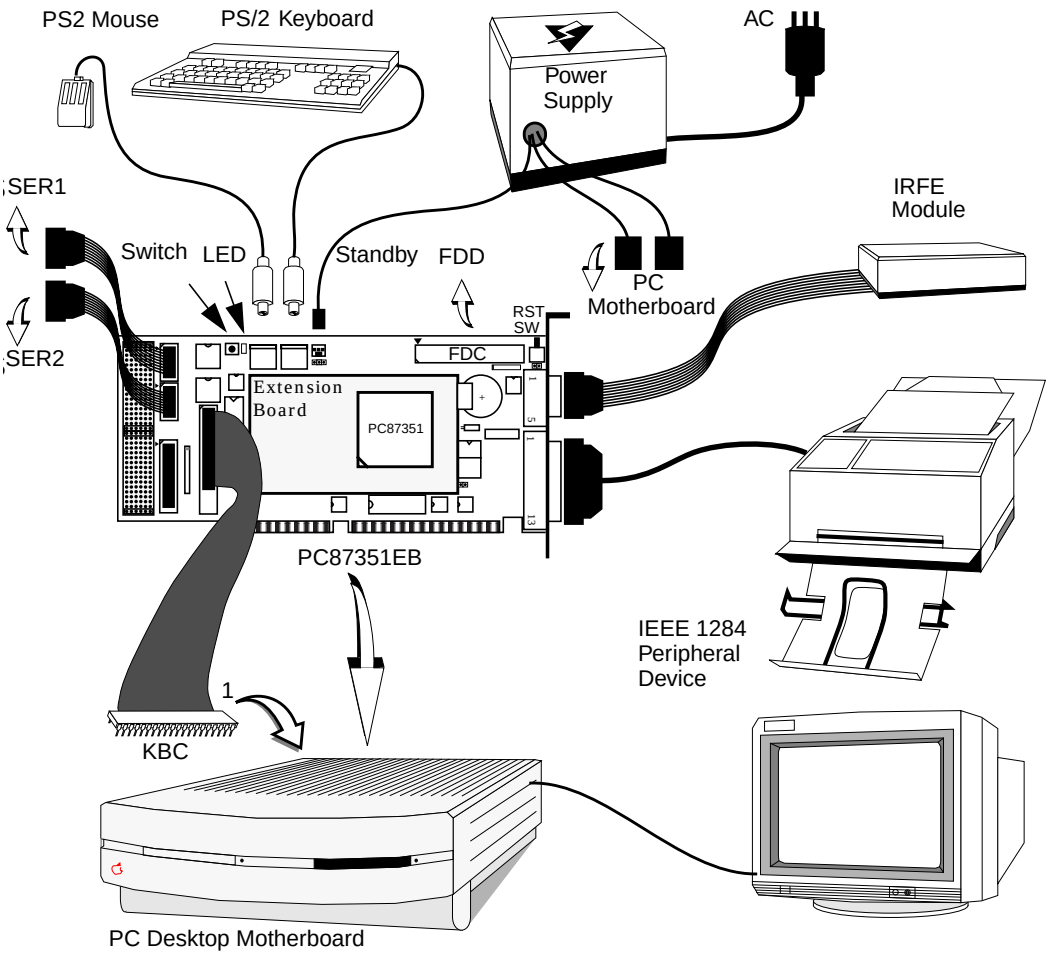

Figure 2-1. PC87351 Chip Evaluation System
Certain features of the PC87351 chip are not supported directly on-board. Figure 2-1 shows the working environment.
The PC87351EB is an ISA add-in board for a desktop personal computer (PC). The board consists of two parts, a base board and an extension board containing the PC87351 socket. The board can be connected to various external components, including: serial or PS/2 mouse, modem, keyboard, fan, Floppy Disk Drive (FDD), National Semiconductor's Infrared Analog Front End (IRFE) module, printer, GPIO lines and wake-up events lines. Figure 2-1 shows the full PC87351 chip evaluation system.
3. Connect all peripherals to the appropriate connectors on the PC87351EB. Verify the polarity of all connectors, as shown in Figure 2-1.